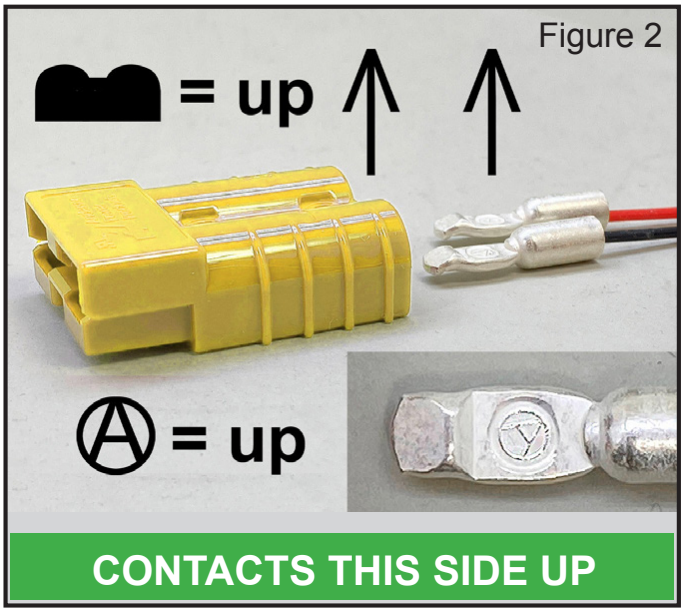

Figure 2
3. Assemble the SB50 plug to the wiring. Take care to observe proper orientation when inserting the contacts into the enclosure (Figure 2). Fill the plug's wire cavities with RTV for strain relief and allow it to set (Figure 3).